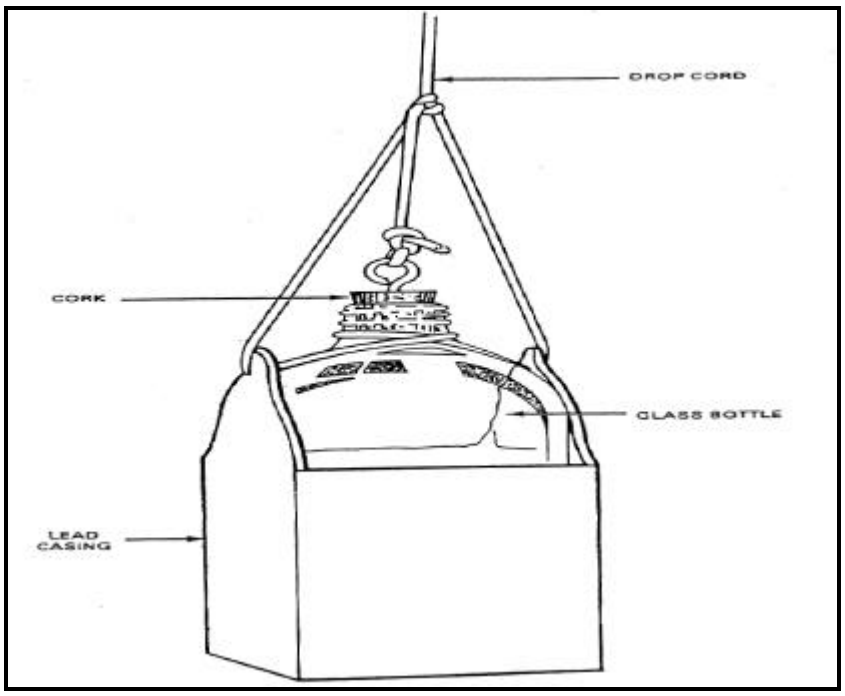

Figure 3-26. Weighted bottle plug sampler
• Weighted Bottle Plug. The weighted bottle plug sampler (Figure 3-26, page 3-28) is a glass bottle seated in and tied to a metal holder. This sampler is used in the same way as the weighted beaker sampler.